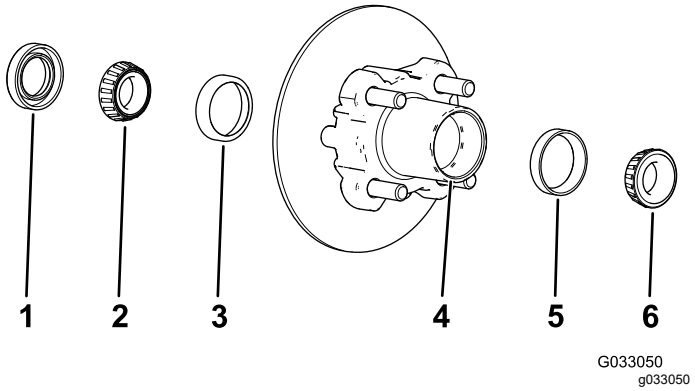

**Figuur 29**
1. Verwijder het buitenste lager en de loopring van het lager van de naaf (Figuur 29).
2. Verwijder de afdichting en het binnenste lager van de naaf (Figuur 29).
5. Verwijder alle vuil en vet uit de holte van de naaf (Figuur 29).
7. Vul de holte van de naaf voor 50 tot 80% met het aanbevolen smeermiddel (Figuur 29).
8. Monteer het binnenste lager op de loopring aan de binnenkant van de naaf en monteer de afdichting (Figuur 29).